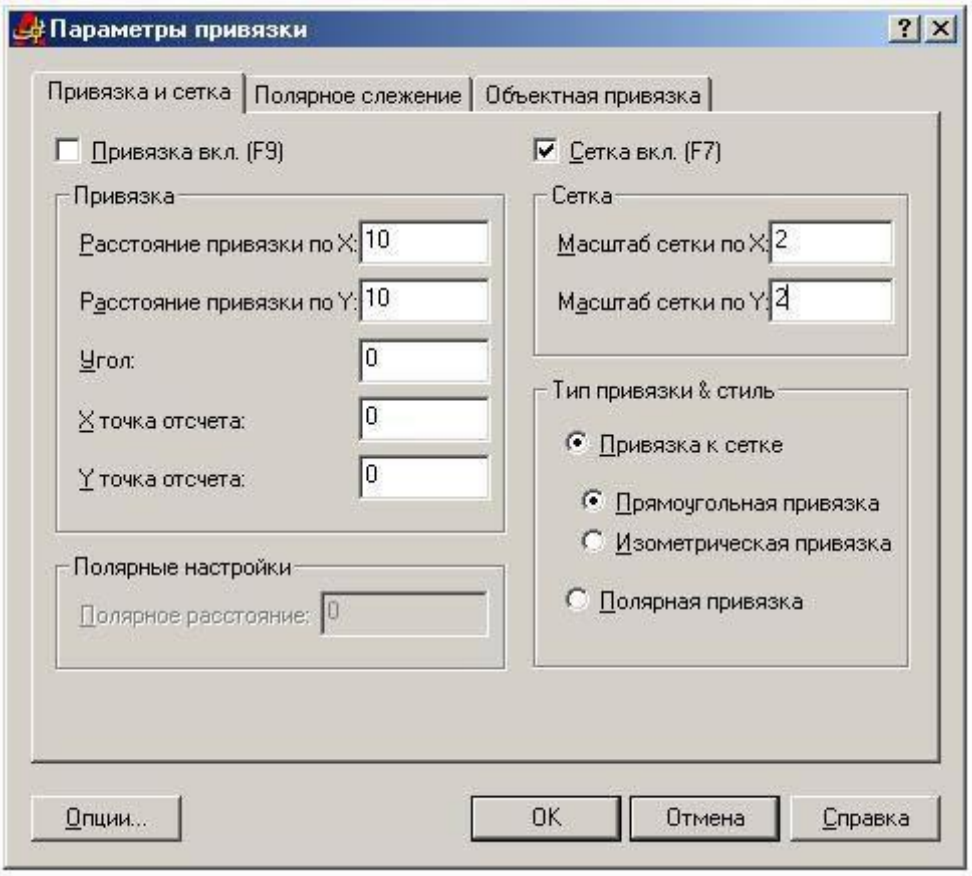

Рис. 7
8. Установите видимой сетку и измените ее параметры: **Инструменты/Параметры чертежа** (**Tools/Drafting Settings**). На вкладке **Привязка и сетка** (**Snap and grid**) установите флаг **Сетка включена** (**Grid On**) и **шаг сетки** (**Grid**) по X и Y равным 2 (рис. 7).
25. В окне **Параметры чертежа (Drafting Settings)** на вкладке **Привязка и сетка** (**Snap and grid**) увеличьте шаг сетки и установите равные с шагом сетки параметры привязки: **Инструменты/Параметры чертежа** (**Tools/Drafting Settings**) (рис. 7).
После захвата точки по мере передвижения курсора появляются вертикальные, горизонтальные или полярные линии отслеживания, проходящие через данную точку. Таким образом, можно, например, выбрать точку, лежащую на пересечении линий, проходящих через конечные точки или середины объектов, рисунок 7.